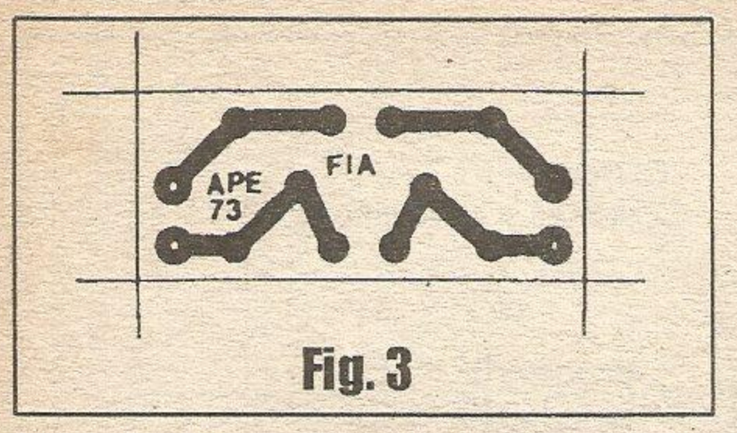

Fig. 3
**- FIG. 3 - *LAY OUT* DO CIRCUITO IMPRESSO ESPECÍFICO -** A plaquinha do **FIA** é uma *merrequinha*, com seus meros 1,5 cm. de largura, por 3,5 cm. de comprimento, e assim até uma *lasca* ou pequena tira de fenolite cobreado, largada lá no fundo da *sucata* aí do caro leitor, servirá perfeitamente...! Depois de recortado nas dimensões indicadas, o substrato deve receber a a cópia e traçagem do padrão cobreado, visto em tamanho natural (1:1) na figura... A operação é simplíssima, já que não existem mais do que *uma dúzia e pouco* de ilhas/furos e *uma dezena* de pequenas trilhas ou filetes de interligação, em padrão elementar e simétrico... Tanto decalques ácido resistentes, quanto tinta (mesmo daquelas canetas descartáveis, baratas...) apropriada, podem ser usados... Depois a corrosão, furação e limpeza, tudo dentro do convencional... Apesar da extrema singeleza, a plaquinha exige (como *todo* impresso, na sua finalização...) uma conferência atenta, verificando-se se não restaram percursos cobreados incompletos, ou então *curtos* indevidos, defeitos que devem ser cuidasamente corrigidos *antes* de se iniciar as inserções e soldagens de componentes...